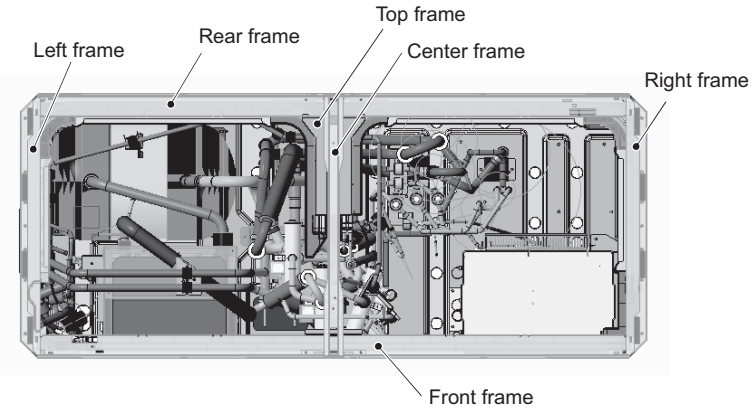

Figure 18
(17) To remove the front heat exchanger, first remove the front, left, right, and center frames by unscrewing the 16 screws. (See Figure 18.)
To remove the right and left rear heat exchangers, remove the top and the rear frames in addition to the front, left, right, and center frames by unscrewing the 21 screws. (See Figure 18.)
To remove the left rear heat exchanger, unscrew the 12 screws from the left side of the left front pillar and from the front of the center rear pillar. (See Figures 18 and 19.)